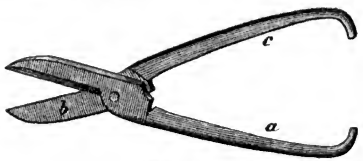

Abb. 19.
2) die Blechschere (Abb. 19), jedoch lernen diejenigen, welche wenig damit arbeiten, dieselbe selten geschickt gebrauchen; am bequemsten geht es noch, wenn man den einen Schenkel bei *a* in den Schraubstock spannt, das vorgezeichnete Blechstück bei *b* auflegt und dann den Schenkel *c* mit der rechten Hand niederdrückt.